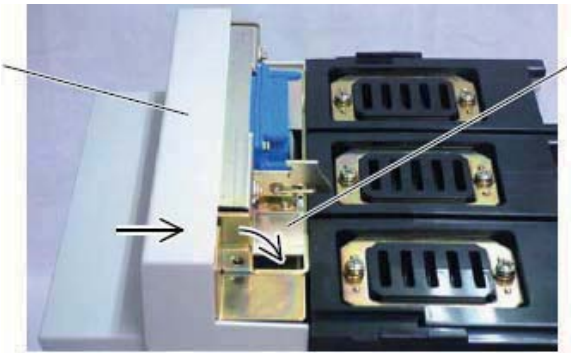

Рис. 40. Возвращение передней крышки в исходное положение
(5) Поверните контактную колодку вниз и сдвиньте переднюю крышку в исходное положение, как показано на рис. 40.